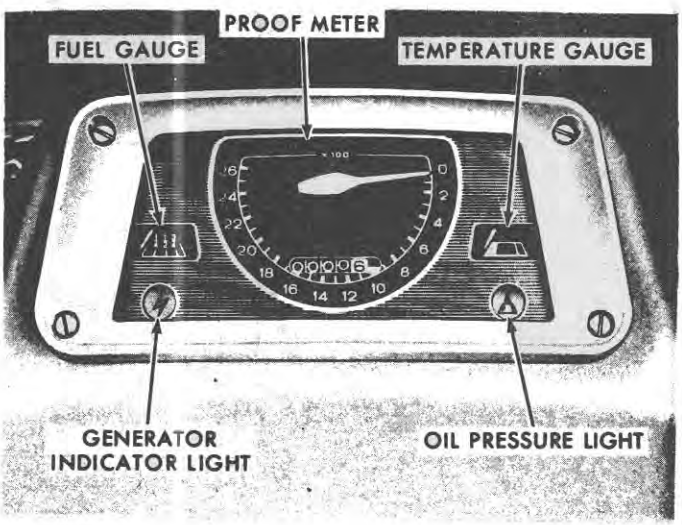

Figure 8
The instrument cluster, Figure 8, includes the Proof-Meter, fuel gauge, temperature gauge, generator indicator light, engine oil pressure light, and a constant voltage stabilizer. The voltage stabilizer maintains approximately 10 volts for fuel and temperature gauge operation.
2. Remove the four screws securing the cluster assembly, Figure 8, to the rear hood panel assembly.